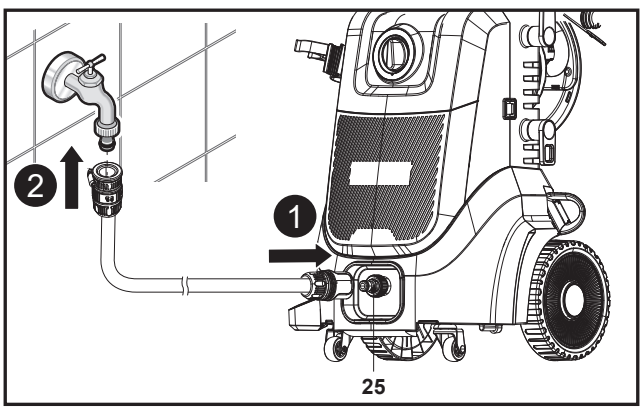

Fig. 10
2. Conecte la manguera de jardín al adaptador de entrada de agua (25) del conector de entrada de agua (10) de la máquina (Fig. 10, paso 1). Utilice siempre un acoplamiento estándar para la entrada de agua. Para que la máquina funcione correctamente, la manguera no puede tener más de 8 m de longitud.
3. Conecte el otro extremo de la manguera de jardín a un suministro de agua (Fig. 10, paso 2).